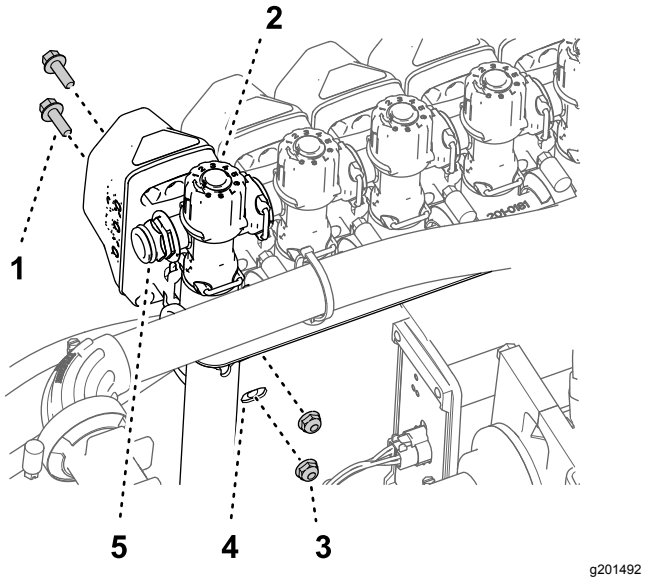
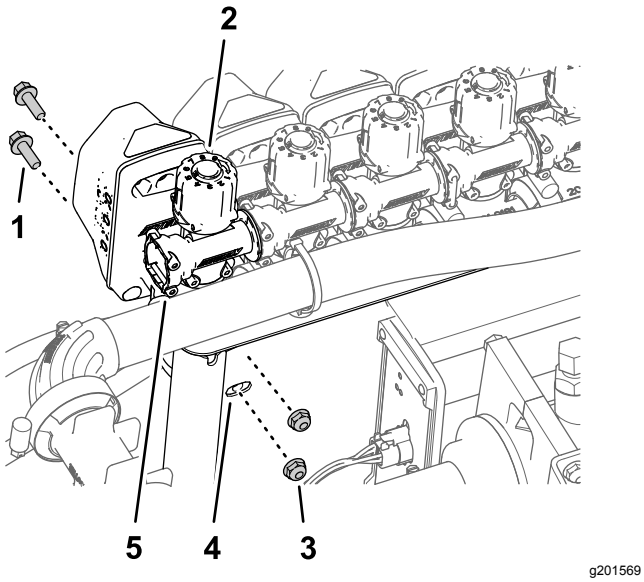

Figuur 105
Figuur 106
3. Monteer spuitdopklep 10 op de klepbevestiging (Figuur 105 of Figuur 106); gebruik hierbij de 2 flenskopbouten (1/4 x 3/4 inch) en 2 flensborgmoeren (1/4 inch) die u verwijderd hebt in stap 2 van De spuitboomkleppen verwijderen van de bevestigingsbeugel van het verdeelstuk (bladz. 31).